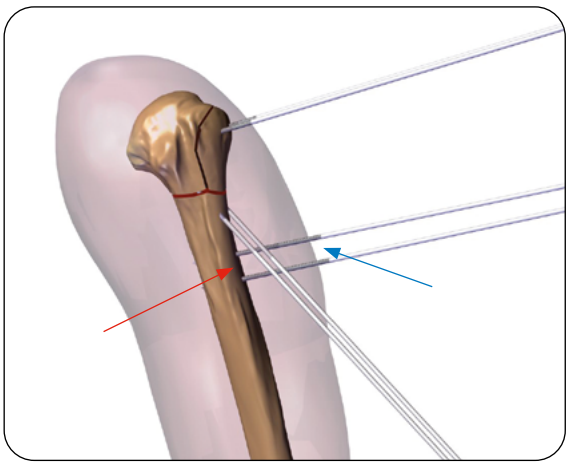

Fig. 17
4) Insira o quinto e o sexto fios na diáfise, novamente a aproximadamente 1cm de distância. Os fios serão inseridos na pele proximalmente aos fios oblíquos (veja a seta azul), entrando no osso distalmente aos fios oblíquos (veja a seta vermelha) **(Fig. 17)**.